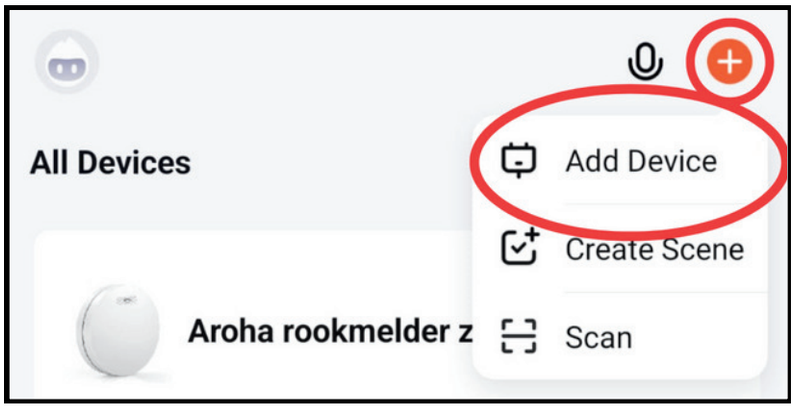

Figure 1: Add Device in app
5. Click on the "**+**" in the top right corner of the app home screen. Then choose "**Add device**", as you see in Figure 1. The app will now automatically look for devices that are in pairing mode. Follow the steps as described in the app.